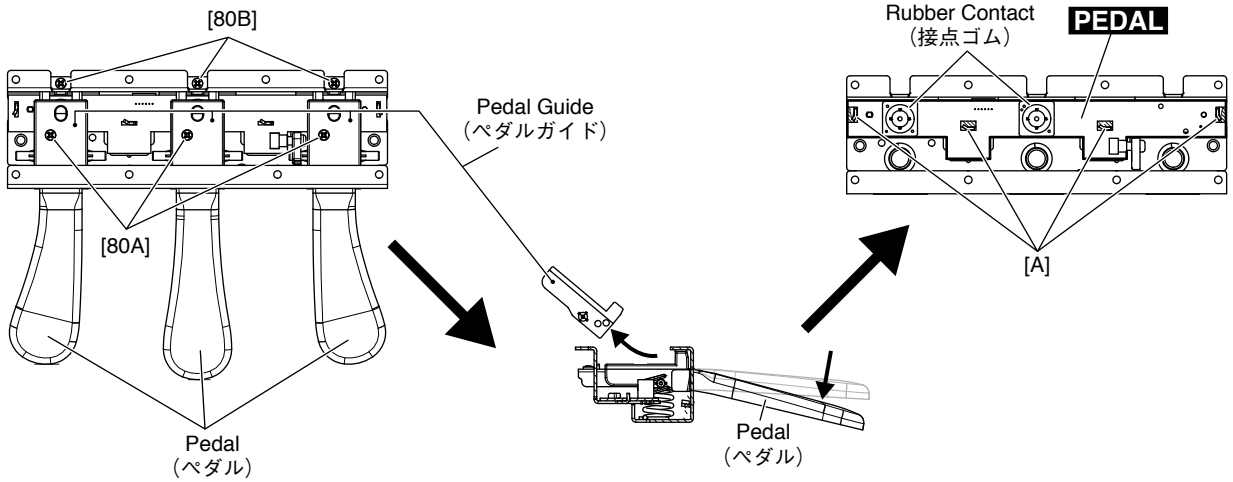

Fig.17（図 17）
20-3 Remove the three (3) screws marked [80A]. The three (3) pedal guides can then be removed. (Fig.17)
20-4 Remove the three (3) screws marked [80B]. The three (3) pedals can then be removed. (Fig.17)
20-5 Straighten the four (4) bent frame portions marked [A] securing the PEDAL circuit board using pliers. Lift the PEDAL circuit board to remove it. (Fig.17)
20-6 Remove the two (2) rubber contacts from the PEDAL circuit board. (Fig.17)
20-3 [80A] のネジ 3 本を外して、ペダルガイド 3 個を外します。(図 17)
20-4 [80B] のネジ 3 本を外して、ペダル 3 個を外します。(図 17)
20-5 PEDAL シートを止めている [A] のフレーム折り曲げ部 4 ヶ所をペンチ等で真直ぐに戻し、PEDAL シートを外します。(図 17)
20-6 PEDAL シートから接点ゴム 2 個を外します。(図 17)